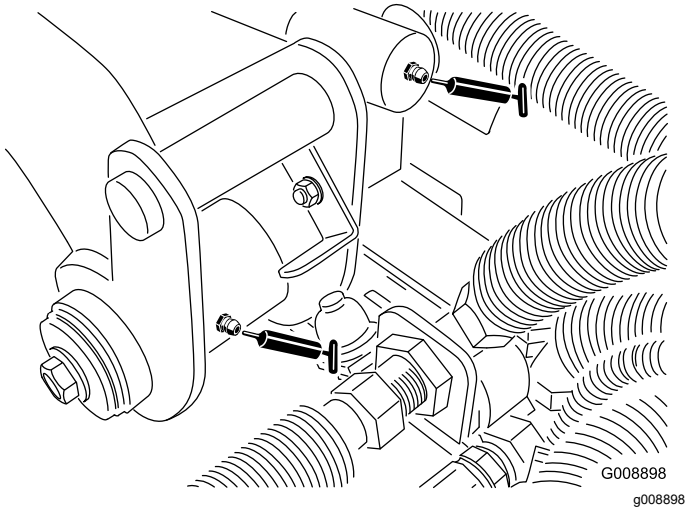

**Figur 60**
- Bakre lyftarmens svängpunkt och lyftcylinder (två nipplar – Figur 60)